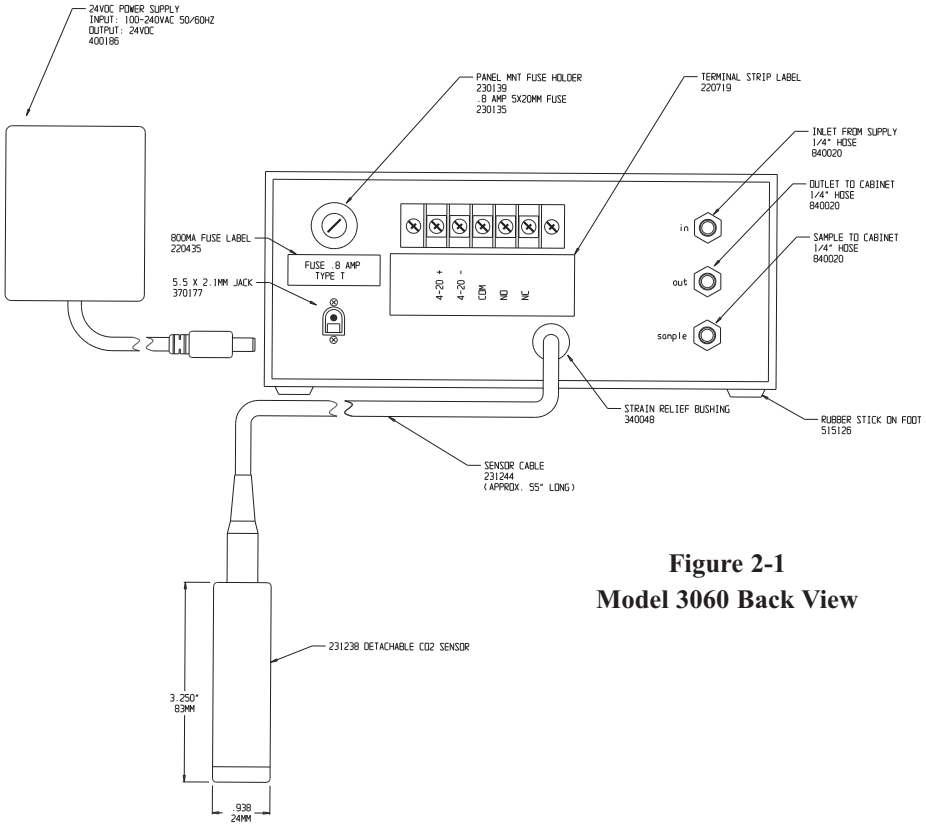

Figure 2-1
2.3 CO_2 Outlet (Refer to Figure 2-1)
2.4 CO_2 Sample Tube (Refer to Figure 2-1)
2.5 Connecting the CO_2 Source (Refer to Figure 2-1)